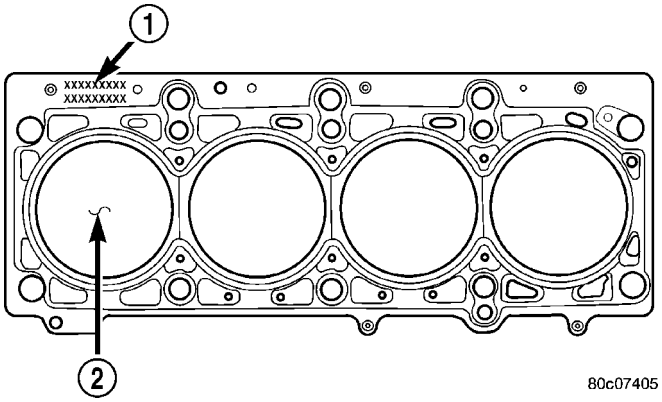
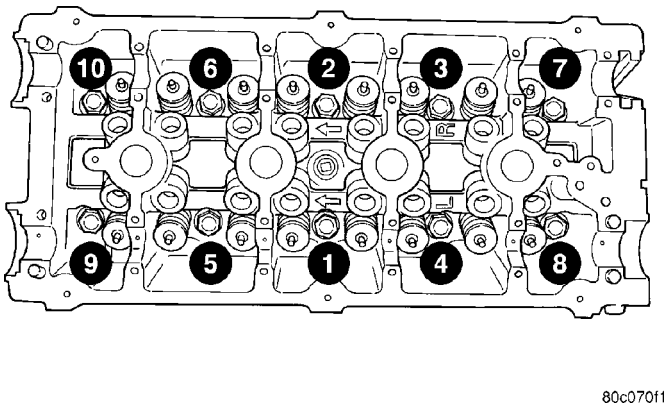

Fig. 18 Cylinder Head Gasket Positioning
Fig. 19 Cylinder Head Tightening Sequence
(17) Remove rocker arms. (Refer to 9 - ENGINE/CYLINDER HEAD/ROCKER ARMS - REMOVAL)
(18) Remove cylinder head bolts in REVERSE sequence of tightening (Fig. 19).
(19) Remove cylinder head from engine block.
(20) Inspect and clean cylinder head. (Refer to 9 - ENGINE/CYLINDER HEAD - INSPECTION) (Refer to 9 - ENGINE/CYLINDER HEAD - CLEANING)
(1) Before installing the bolts, the threads should be coated with engine oil.
(2) Position cylinder head gasket on engine block (Fig. 18).
(3) Install cylinder head on engine block.
(4) Tighten the cylinder head bolts in the sequence shown in (Fig. 19). Using the 4 step torque turn method, tighten according to the following values: